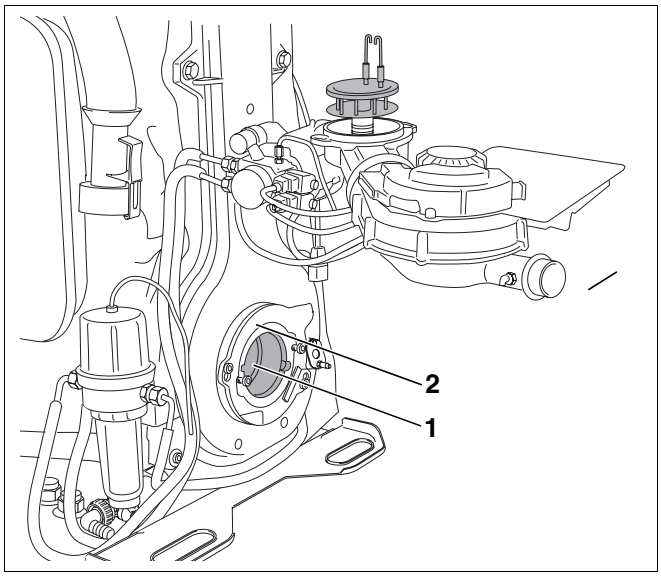

Abb. 63 Brennerrohr austauschen und Dichtung prüfen
- Sichtprüfung des Brennerrohres (Abb. 63, **Pos. 1**).
- Brennerrohr (Abb. 63, **Pos. 1**) reinigen, ggf. austauschen.
- Brennerrohr (Abb. 63, **Pos. 1**) aus Stützrohr ziehen.
- Vor dem Einbau des Brenners die Dichtung (Abb. 63, **Pos. 2**) zwischen Mischsystem und Brennerrohr prüfen.